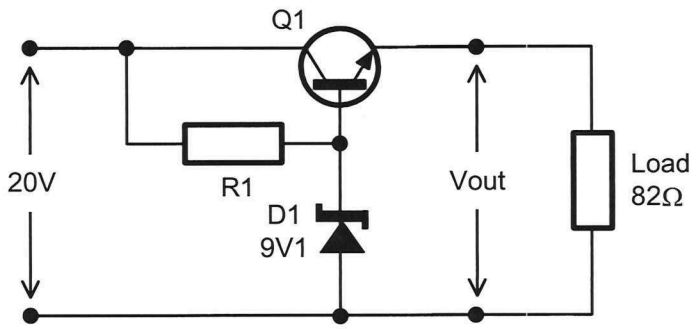

Figure 11
1. What is the voltage on the base of the pass transistor ($V_{B(Q1)}$) in Figure 11 above?